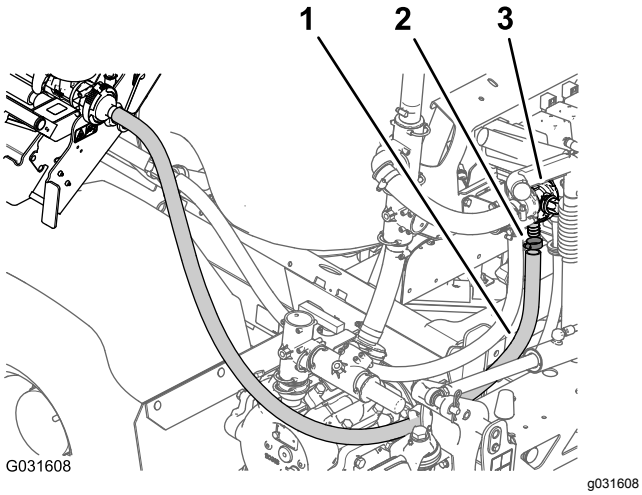

Figur 36
7. Ta bort slangklämman som håller fast ejektortillförselslangen på ejektorreglerventilens hullingförsedda koppling (Figur 36).
8. Ta bort slangen från ejektorreglerventilen (Figur 36).